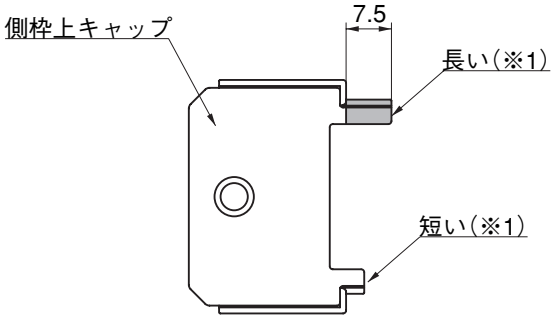

図3-2
❷側枠上キャップの長い方のフィン（※1）をノコギリ等で切り落としてください。（図3-2参照）